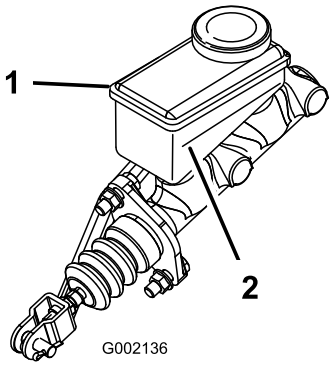

Figur 52
3. Titta på markeringen på sidan av vätskebehållaren (Figur 52).
B. Tillsätt DOT 3-bromsvätska i behållaren tills vätskenivån är ovanför miniminivålinjen (Figur 52).